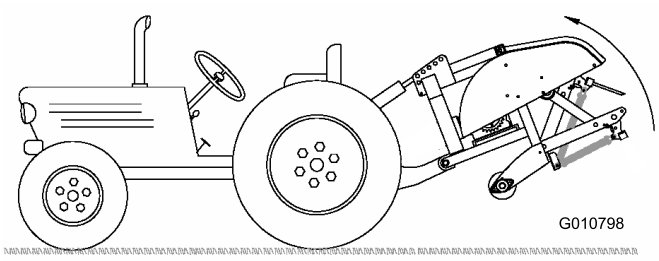

Figur 12
2. Hæv dybdelufteren helt, og træk den hydrauliske topforbindelsescylinder eller den øverste forbindelse helt tilbage (Figur 12).